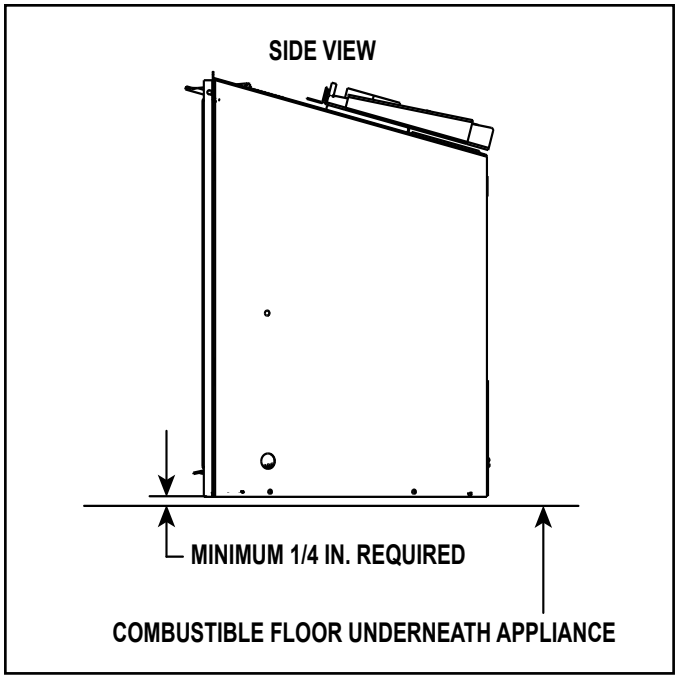

Figure 3.21 Solid Fuel Floor Clearance
- A minimum 1/4 inch gap from the bottom of the appliance to the metal floor of the solid fuel firebox is **REQUIRED.** See side view in Figure 3.21.
- Combustible flooring underneath the appliance is acceptable with a 1/4 inch gap. See Figure 3.21.